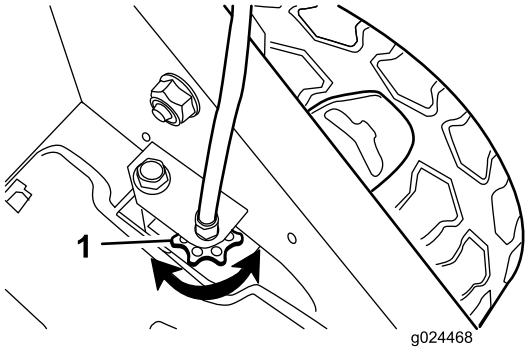

Figuur 24
- Als de wielen niet draaien wanneer u de stang van de zelfaandrijving inschakelt, is de aandrijfriem niet genoeg gespannen. Draai de afstelknop van de wielaandrijving (Figuur 24) 1 slag rechtsom en herhaal stap 4 tot 6.
- Als de wielen al draaien voordat u de stang van de zelfaandrijving volledig hebt ingedrukt, is de aandrijfriem te hard aangespannen. Draai de afstelknop van de wielaandrijving (Figuur 24) 1 slag linksom en herhaal stap 4 tot 6.